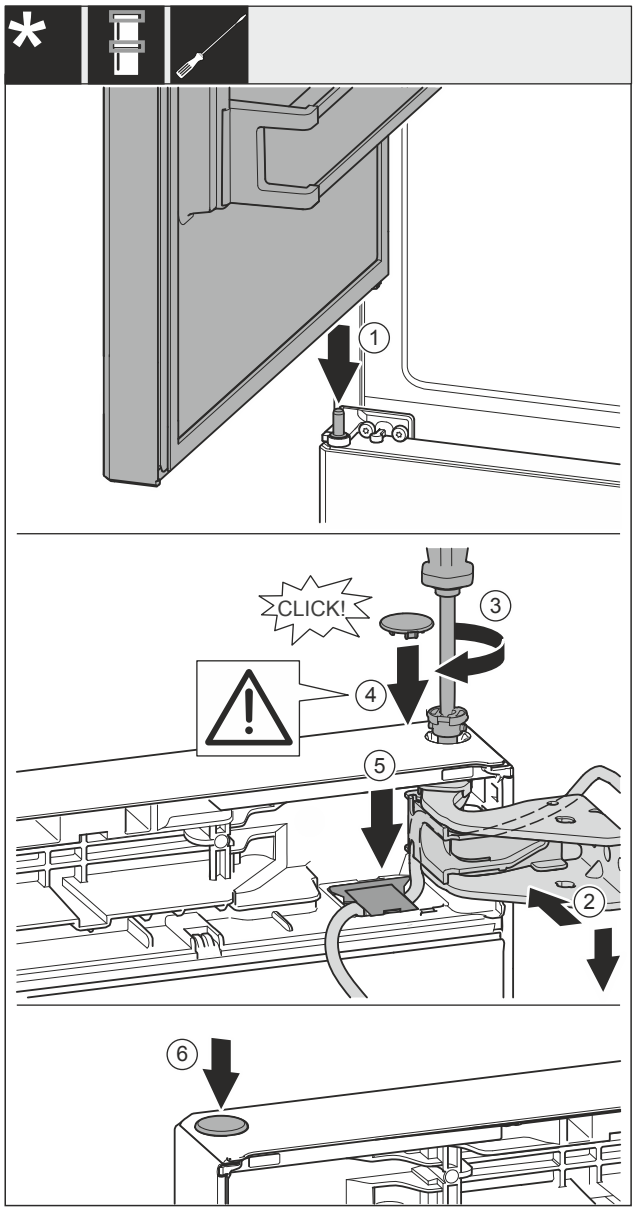

Fig. 60
- ▶ Uzlieciet augšējās durvis uz vidējās gultņa tapas *Fig. 60 (1)*.
- ▶ Nolīmeņojiet durvju augšdaļu pret atveri gultņa balstā *Fig. 60 (2)*.
- ▶ Ievietojiet tapu *Fig. 60 (3)* un pieskrūvējiet ar skrūvgriezi.
- ▶ Ievietojiet pārsegu *Fig. 60 (4)*.
- ▶ Pārbaudiet, lai pārsegs *Fig. 60 (4)* piekļautos pie durvīm.
- ▶ Ievietojiet pārsegu *Fig. 60 (5)* un spiediet uz leju, līdz tas nofiksējas.
- ▶ Ievietojiet pārsegu *Fig. 60 (6)*.